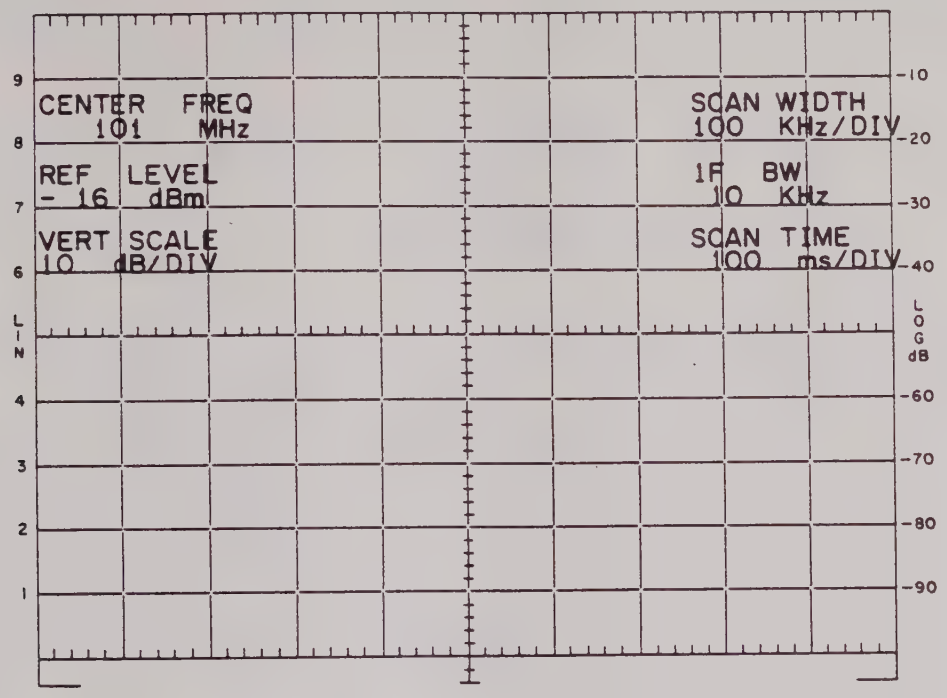

Figure 6-3. Test Waveform
6-40. CRT CONTROLLER ALIGNMENT. The following CRT controller alignment is to be performed when calibrating the 757 Spectrum Analyzer CRT Controller. Table 6-1 lists all the required adjustments along with their function and designation. Figure 6-3 is included to depict a properly calibrated CRT controller with WAVEFORM CAL SWITCH S1 on Pushbutton Interface/Line Generator Printed Circuit Board 1A20 in the ON position and with B VIEW A pushbutton depressed.
2. Depress the READOUT DISABLE pushbutton in order to extinguish the corresponding LED and light up the characters on the display as indicated in Figure 6-3.
1. Adjust X OFFSET R7 and X GAIN R6 potentiometers on Display Timing/Horizontal Output Printed Circuit Board 1A19 (Figure 6-1) so that the left edge of the character is just touching the left most vertical graticule line, and the last letter on the far right edge of the character is divided by the right most graticule line. See Figure 6-3.